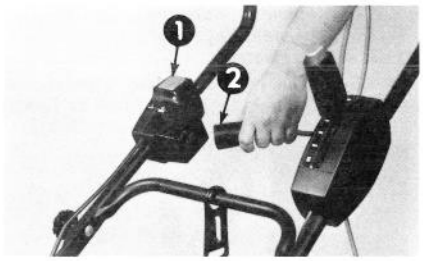

Figure 7
1. Introduisez l'accouplement du câble dans la prise située sur l'interrupteur-disjoncteur (Fig. 7).